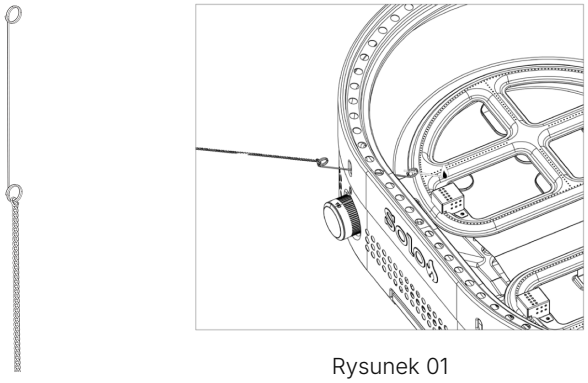

Rysunek 01
3. Trzymając wysunięty uchwyt na zapałkę, wsuń zapaloną zapałkę do grilla płytowego tak, aby znalazła się nad rurą palnika. Palnik powinien się zapalić (patrz rysunek 01).